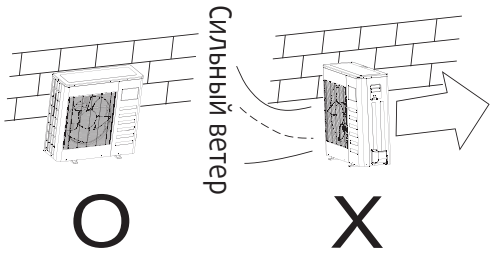

рис. 6-1
- Если наружный блок устанавливается с наветренной стороны (например, на побережье), его нужно располагать по длине (вдоль стены) или использовать защитные экраны, поддерживая, таким образом, эффективную работу вентилятора (рис. 6-1).